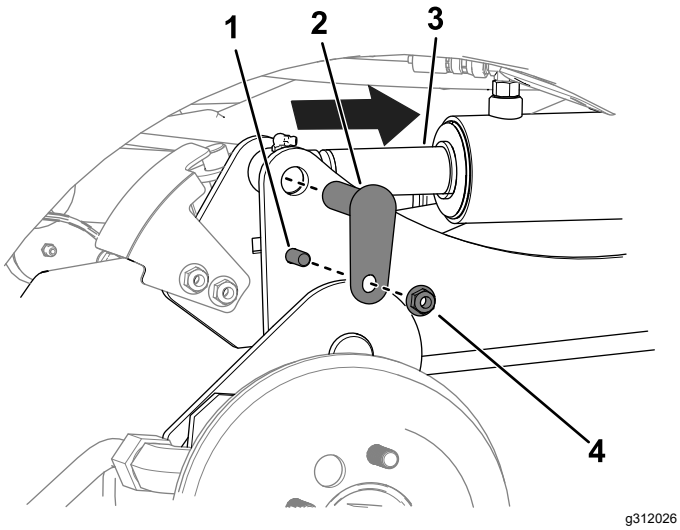

Figura 10
orificios de los brazos de elevación (Figura 10).
D. Utilice 2 pernos (⅜" x 1¼"), 2 tuercas (⅜") y 2 pasadores pequeños para sujetar los brazos de elevación a los cilindros (Figura 10).